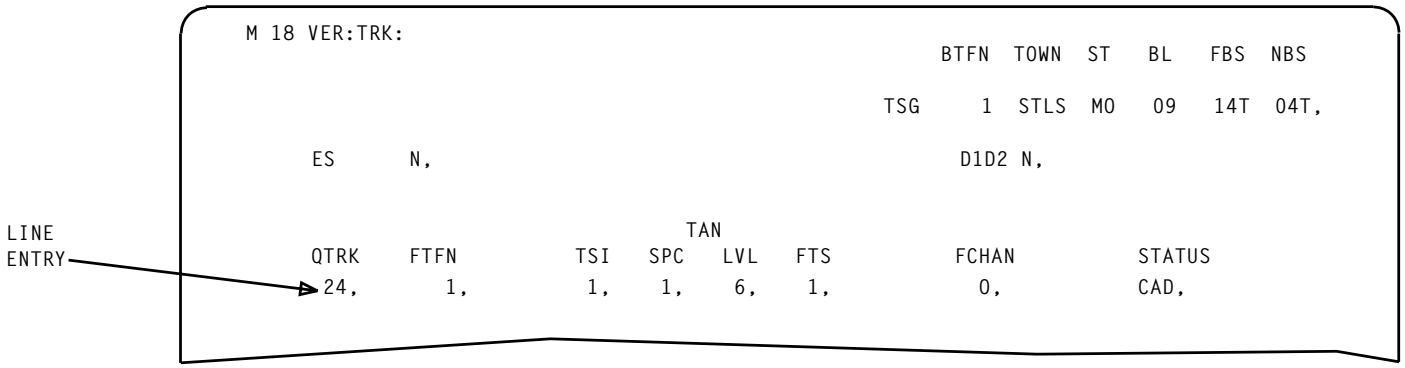

FIG. 2 – Sample CRT Display of Output Verify Message
2. If **FCHAN** entry on RC Worksheet [FIG. 1] is blank, **FCHAN** entry on output verify message [FIG. 2] will be 0 (zero)